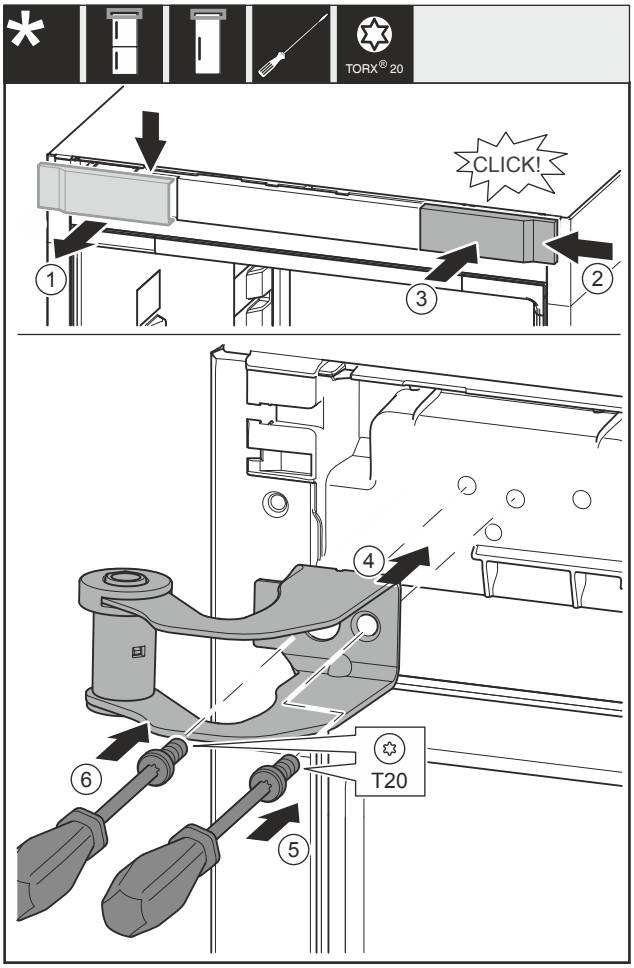

Fig. 12
- ▶ Retirer le couvercle *Fig. 12 (1)* depuis le haut vers l'avant.
- ▶ Accrocher le couvercle *Fig. 12 (2)* tourné de 180° de l'autre côté depuis le côté droit.
- ▶ Enclencher le couvercle *Fig. 12 (3)*.
- ▶ Poser le support de palier supérieur *Fig. 12 (4)*.
- ▶ Visser la vis *Fig. 12 (5)*.
- ▶ Visser la vis *Fig. 12 (6)*.